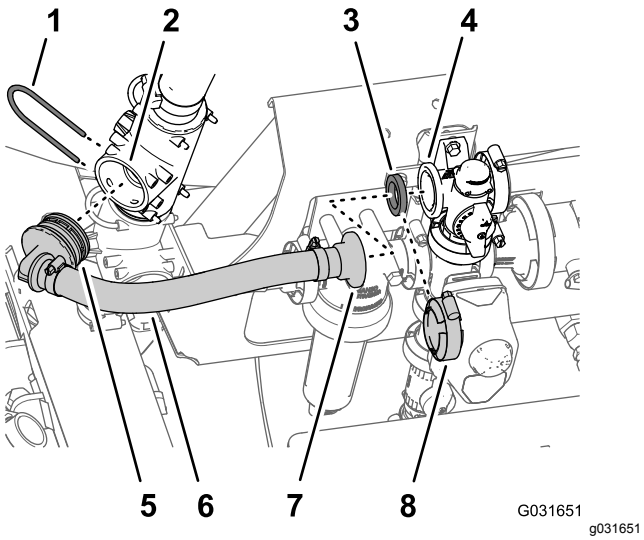

Figur 219
T-stykket og sett inn 90°-koblingen til den sitter i T-stykket (Figur 219).
5. Fest 90° -koblingen til T-stykket med holderen (Figur 219) som du fjernet i trinn 1.
6. Innrett den rette flenskoblingen på den nye omløpsslangeenheten for risting (Toro-delenr. 131-9649) og pakningen med flens på omløpsventilen (Figur 219).